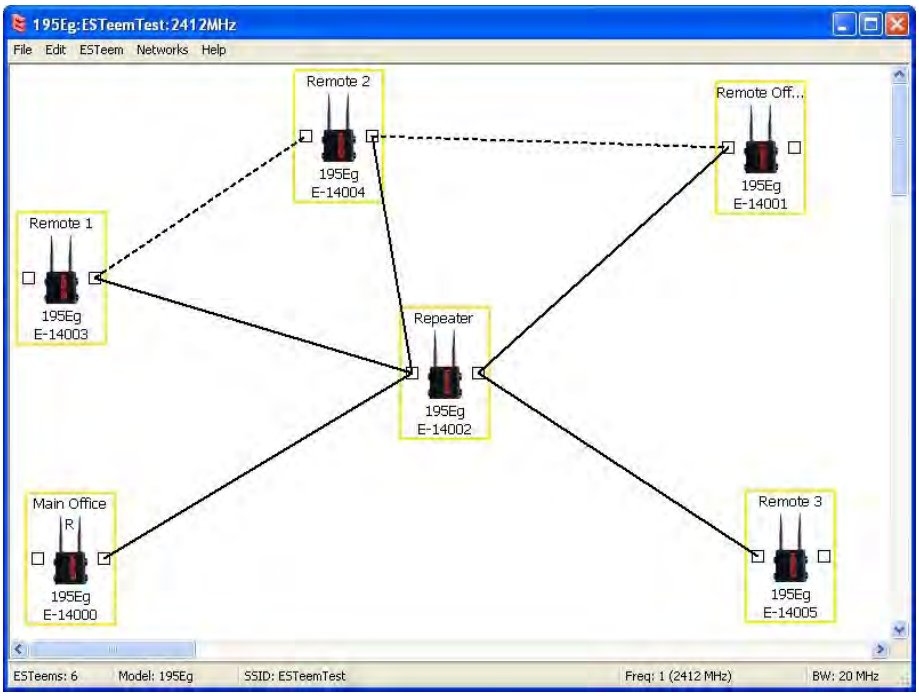

Figure 17: Mesh Network Configuration
2. Move the ESTeem Horizon icons on the screen to simulate the layout of the diagram. Draw connection lines between the primary wireless links modems in the same order as the network layout (Figure 17).
indicating a backup link in the repeater Mesh configuration (Figure 17). For detailed instruction on Mesh network configuration, refer to Chapter 7 of this User's Manual.